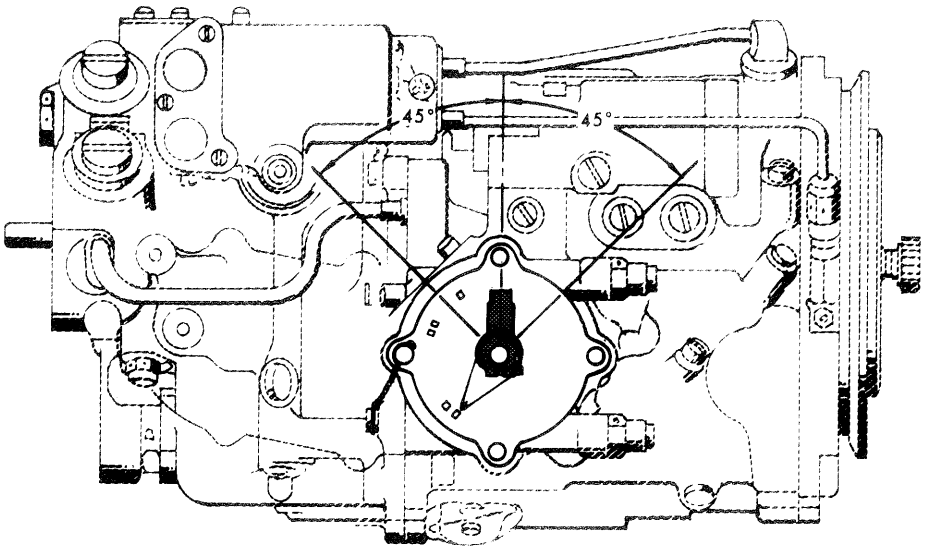

Fig. 8-18. Installazione del braccio alberino manetta.
b. Posizionare il braccio alberino manetta come indicato in fig. 8-18. Installare la vite attraverso il braccio in corrispondenza della gola ricavata sull'alberino comando manetta, serrare la vite con una coppia di 24 + 27 lbs in e frenare.